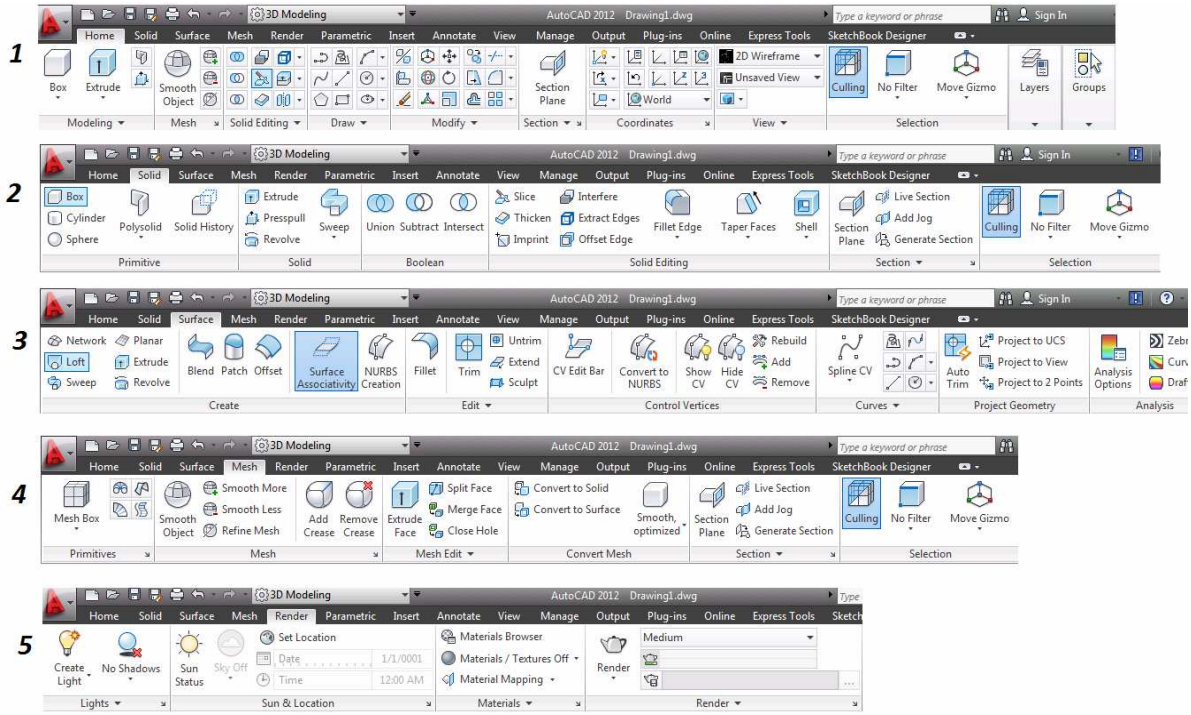

Figura 2.11. Cintas Ribbons
1. **Inicio [Home]:** En esta cinta se encuentran los comandos mas elementales a la hora de diseñar, como lo son: Modelado 3D, Mallas, Edición de Solidos, Dibujar, Modificar, Secciones, Coordenadas, Vista, Selección, Capas y Grupos *(figura 2.11)*.
2. **Solido [Solid]:** Se encuentran las agrupaciones de solidos primitivos, operaciones, edición, sección y subobjetos *(figura 2.11)*.
3. **Superficie [Surface]:** Aquí se encuentran comandos como lo son Agrupaciones de creación de superficies, edición de control de vértices, curvas, proyección de geometría y análisis *(figura 2.11)*.
4. **Malla [Mesh]:** Aquí encontramos agrupaciones de mallas primitivas, mallas, editar mallas, convertir mallas *(figura 2.11)*.
5. **Render [Render]:** Se cuenta con comandos como Agrupaciones de estilos visuales, visualización de bordes, luces, localización y sol, materiales y rende *(figura 2.11)*.